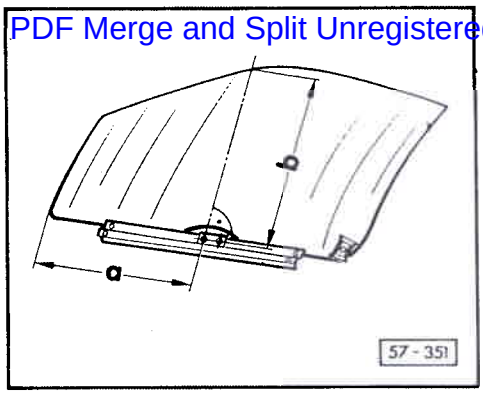

Fig. 6 Chaussure de glace : collage sur la glace de porte
- Produits de collage - cf. fig. 6
- Monter la chaussure de glace - fig. 6